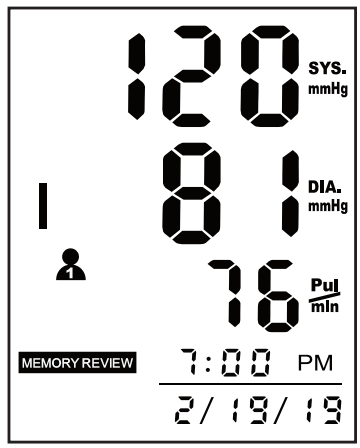

Fig. 2
3. Aparecerán todos los resultados para una determinada medición, incluidos los resultados de la medición, la frecuencia del pulso, el indicador de hipertensión y la alerta de ritmos cardíacos irregulares (si corresponde), Fig. 2.
4. El banco de memoria ahora está vacío, Fig. 2, y el monitor se apagará.